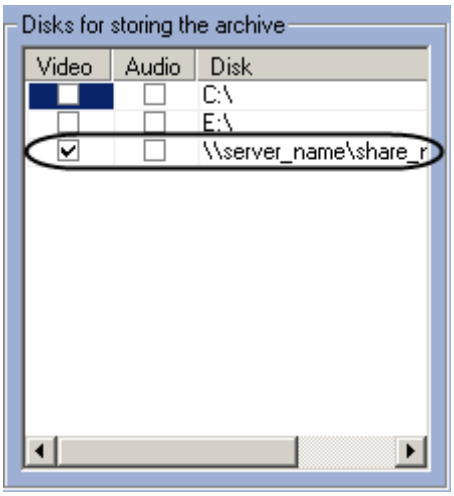

Figure 8.14-8 Specifying the UNC path to a net disk
5.1 Go to the last line in the "Disk" list and click the down key (Figure 8.14-8).
5.2 Specify the path to a net file in the appeared line in the “Disk” column (Figure 8.14-8). The UNC path is set in the “\\server_name\share_name” format, where the “server_name»” is the name of file server and the “share_name” is the net name of general folder.
5.3 In the “Video” column, set the checkbox for the created disk (Figure 8.14-8).